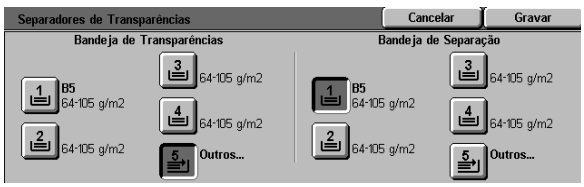

Figura 18: Ecrã Bandeja de Separação
- Por baixo de Bandeja de Separação (Figura 18), seleccione a bandeja a utilizar para fornecer o papel para os separadores.